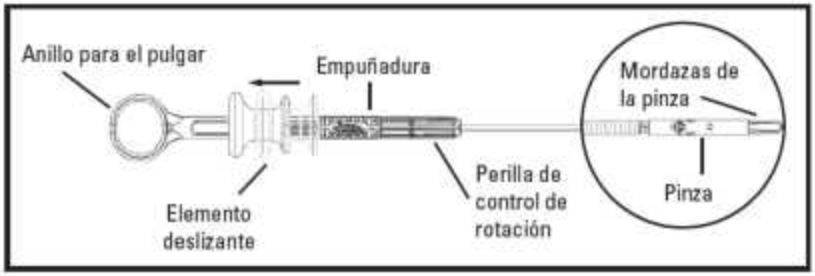

Figura 4. Pinza Resolution 360 ULTRA cerrada
3. Para cerrar la pinza Resolution 360™ ULTRA en la ubicación deseada, mueva el elemento deslizante en dirección proximal hasta que aprecie una resistencia táctil en la empuñadura, según se muestra en la Figura 4. Ahora puede evaluarse la posición de la pinza antes de su despliegue.